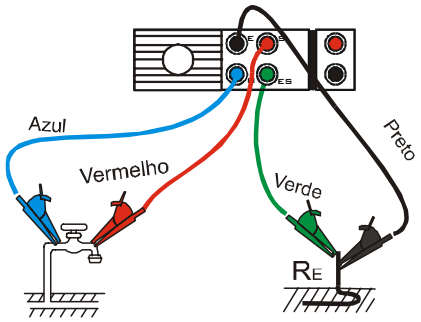
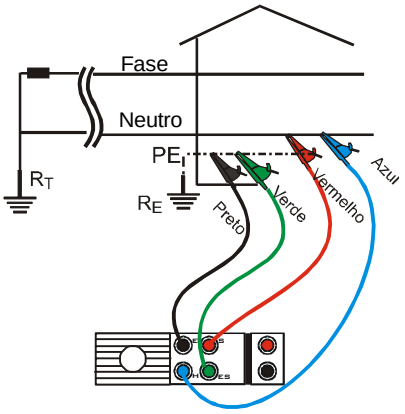
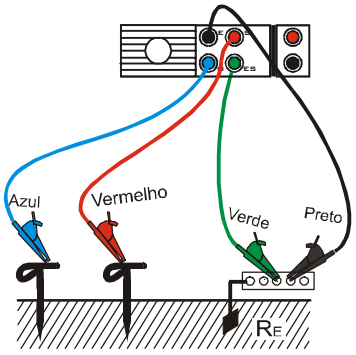

Fig. 33: Ligação do instrumento para verificar a Resistência de Terra "a 2 fios" através do KITTERR4 e eléctrodos de terra auxiliares
Fig. 34: Ligação do instrumento para verificar a Resistência de Terra "a 2 fios" entre os condutores Neutro e Terra através do KITTERR4
Fig. 35: Medição da Resistência de Terra "a 3 fios" através do KITTERR4
1. Inserir os 4 conectores Preto, Vermelho, Azul e Verde dos cabos do KITTERR4 nos terminais correspondentes do instrumento E, S, H, ES (ver todas as ligações possíveis nas Fig. 33, Fig. 34 e Fig. 35.). Inserir nas estremidades dos cabos os crocodilos fornecidos com o kit referido em cima.
2. Ligar os crocodilos de acordo com as ligações indicadas nas Fig. 33, Fig. 34 e Fig. 35.
3. D os esquemas apresentados nas Fig. 33, Fig. 34 e Fig. 35 o único que dá um valor real da Resistência de Terra da instalação em exame, é o esquema da Fig. 35. De facto, as outras ligações, podendo fornecer resultados úteis para uma avaliação quantitativa do valor da Resistência de Terra, podem ser afectados pelos erros introduzidos por potenciais externos (Fig. 33) ou por valores significativos da Resistência de Terra do condutor Neutro do Quadro Geral do Edifício (Fig. 34).